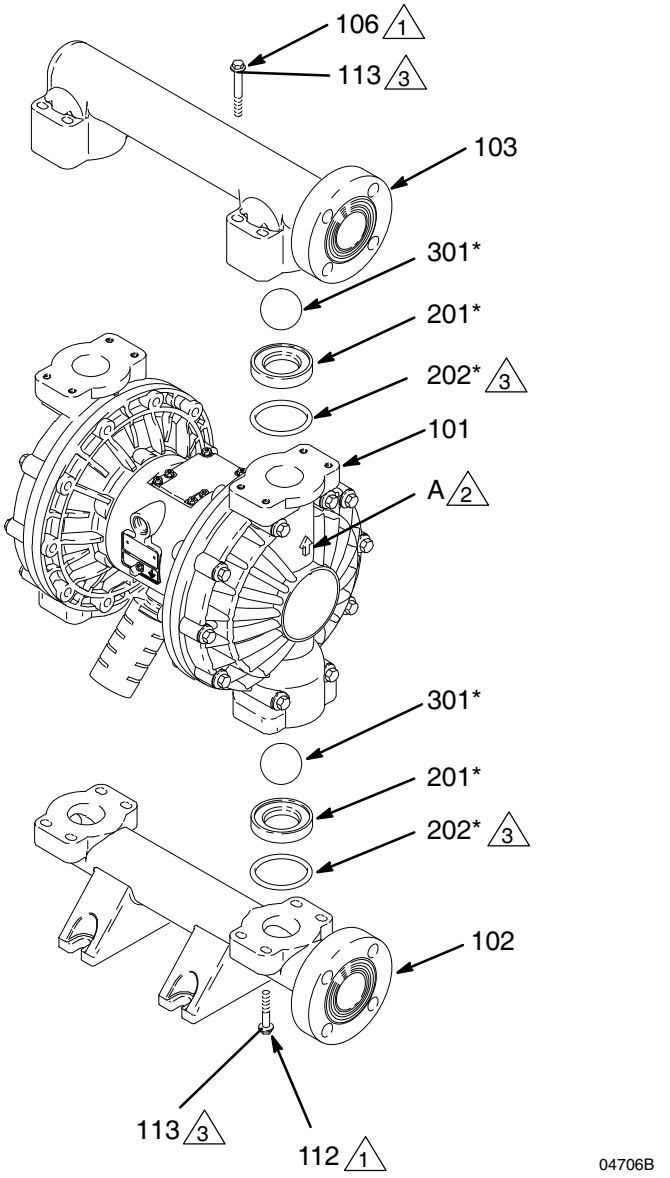

Fig. 11
3. Avec une clé à douille de 10 mm, déposer les huit boulons (106) et rondelles (113) qui attachent le collecteur de sortie (103) sur les couvercles de produit (101). Voir FIG. 11.
4. Retirer les sièges (201), les billes (301) et les joints toriques (202) du collecteur.
2. Remonter dans l'ordre inverse en tenant compte des remarques sur la FIG. 11. Veiller à ce que les clapets anti-retour à bille soient assemblés exactement comme montré. Les flèches (A) sur les couvercles de produit (101) doivent pointer vers le collecteur de sortie (103).